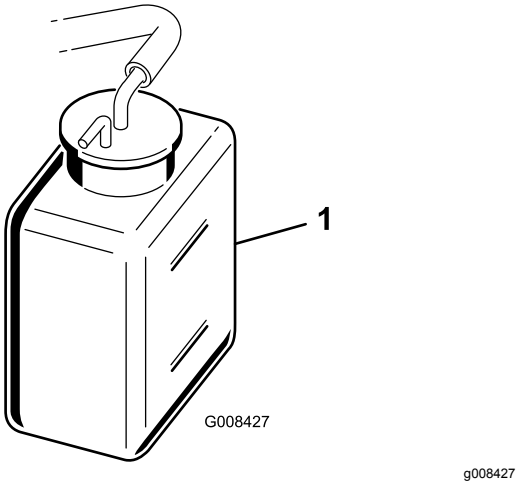

Figur 45
2. Kontrollera kylvätskenivån (Figur 45).